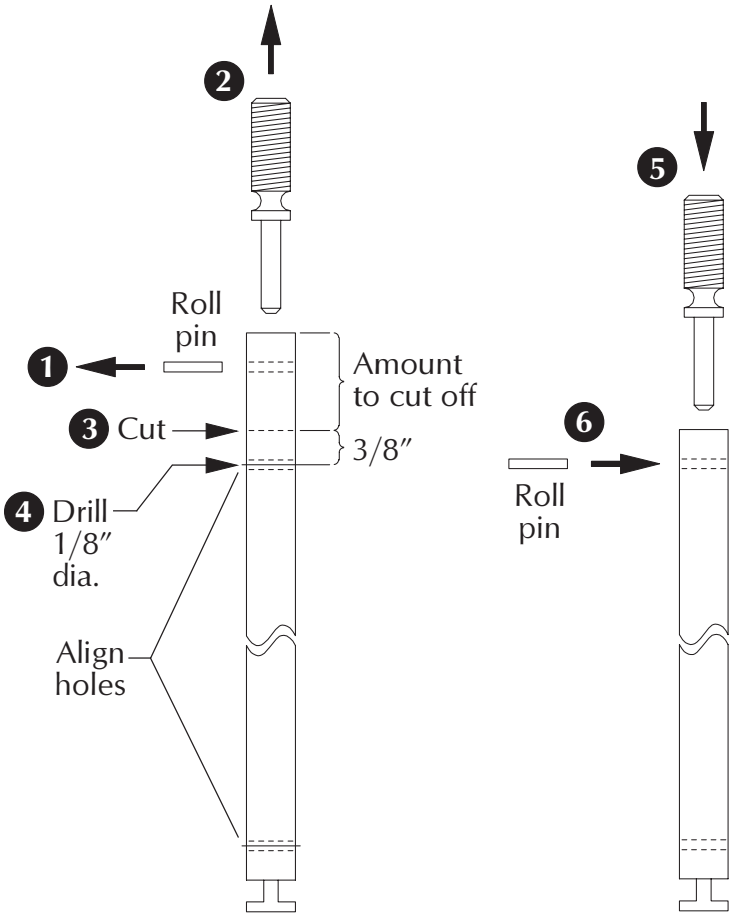

Figure 7-2
7.2. Cut top rod (Figure 7-2).